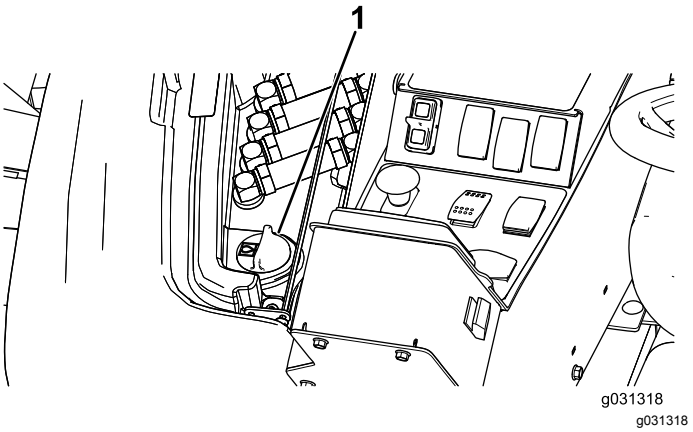

**Figur 133**
2. På højre side af maskinen løftes adgangsdækslet for at blotlægge hydrauliktankens dæksel (Figur 133).
3. Rengør området omkring påfyldningsstudsen og hydrauliktankens dæksel (Figur 133).